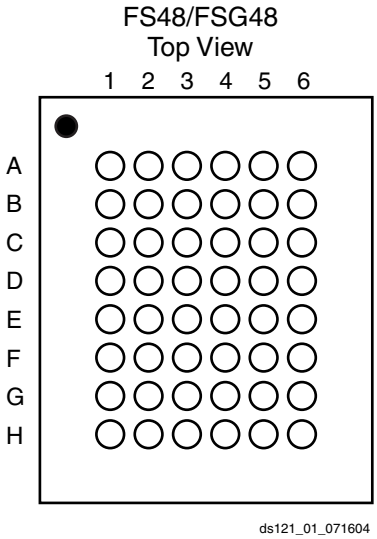

Figure 13: **FS48/FSG48 Pinout Diagram (Top View)**
• Figure 6, page 16, through Figure 13, page 23: Added footnote indicating the directionality of the $\overline{\text{CF}}$ pin in each configuration.
• Revised footnote callout number on T_{OER} from Footnote (4) to Footnote (3).
• Added Footnote (2) callout to T_{VCC}.